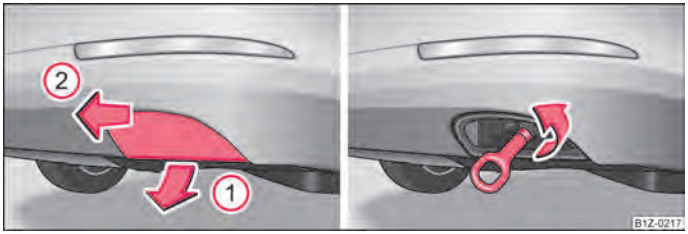

Fig. 175 Rear bumper: Remove cover/rear bumper: Installing the towing eye
– Unlock the bottom part of the cover by pulling it downwards in direction of arrow ① ⇒ fig. 175.
– Unlock the upper part of the cover by pulling it in direction of arrow ② and remove it.
– Screw in the towing eye by hand to the left up to the stop ⇒ fig. 175 - right and tighten it as much as possible. For tightening, we recommend that you use for example the wheel wrench, the lashing eye of another vehicle or a similar object which you can push through the eye.